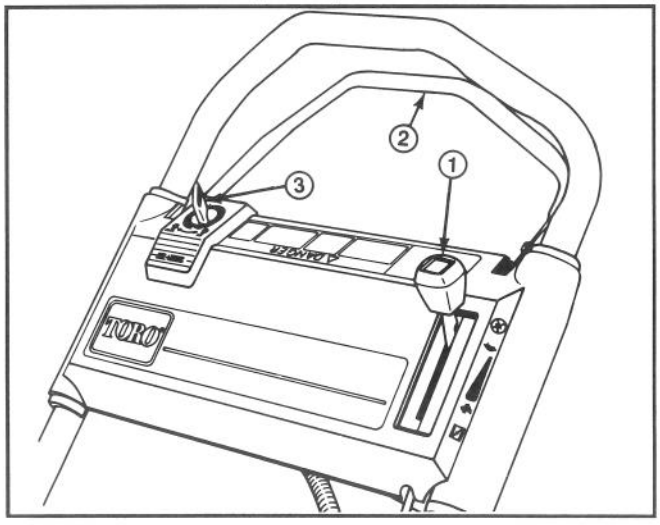
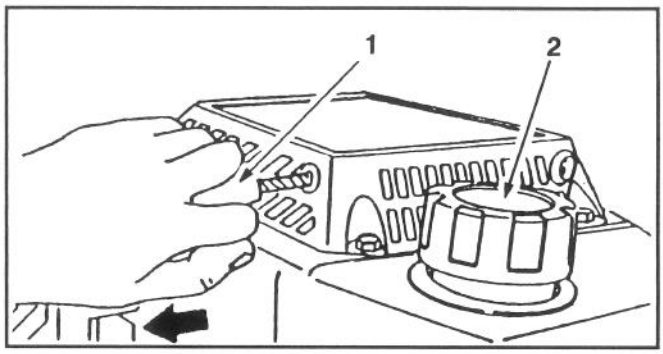
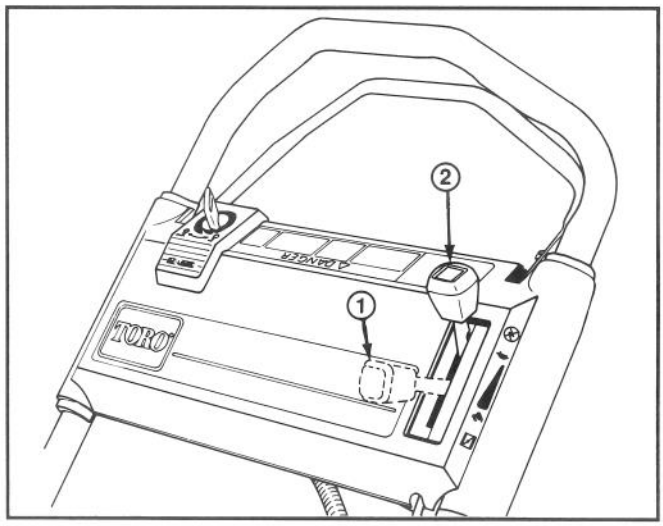

Abbildung 8
Abbildung 9
Abbildung 10
1. Rund um den Kraftstofftankverschluß reinigen und die Kappe vom Tank entfernen (Abb. 9). Bei bleifreiem Benzin den Kraftstofftank bis 6-13 mm unter den Einfüllstutzen füllen.
1. ÖLSTAND PRÜFEN—Ölstand, wie auf dem Ölmeßstab gezeigt, zwischen VOLL und NACHFÜLLEN halten (Abb. 8).
2. SCHNEIDEN UND AUFFANGEN—Beste Ergebnisse werden erzielt, wenn nur etwa 1/3 des Grashalms geschnitten wird. Wird langes Gras geschnitten, empfiehlt sich die höchste Schnitthöheneinstellung (E) für den ersten Mähgang. Danach ist das Gras mit einer üblichen Schnitthöhe noch einmal zu mähen. Wird zu langes Gras gemäht, kann der Mäher verstopfen und der Motor abgedrosselt werden.
STEUERVORRICHTUNG—Schlüsselschalter (Elektrostart-Modell), Gashebel und Antriebshebel befinden sich am oberen Griff (Abb. 8). Der Seilstarter befindet sich am Motoroberteil (Abb. 9).
2. STARTEN MIT E-START—Den Gashebel auf CHOKE stellen (Abb. 10). Den Schlüssel auf START drehen (Abb. 8) und loslassen sobald der Motor läuft. Den Gashebel auf SCHNELL stellen oder die gewünschte Geschwindigkeit einstellen. Ist die Batterie entladen, kann der Motor mit dem Seilstarter gestartet werden (Abb. 9).
3. SEILSTARTER—Den Gashebel auf CHOKE stellen (Abb. 10). Den Seilstarter ziehen (Abb. 9) bis das Spiel überwunden ist; dann fest anziehen, um den Motor zu starten. Startet der Motor, den Gashebel auf SCHNELL oder die gewünschte Geschwindigkeit einstellen.
4. STOPPEN (Abb. 10)—Zum Stoppen des Motors den Gashebel in die AUS-Stellung zurückschieben. Den Schlüssel aus dem Schalter ziehen. Das Kabel von der Zündkerze abziehen, wenn der Mäher unbeaufsichtigt ist oder nicht verwendet wird.